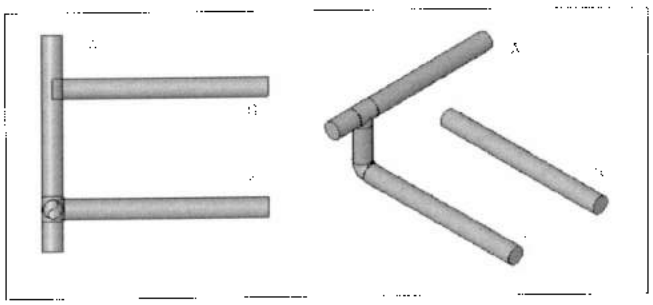

Рис. 39.1. *Использование автоматического Т- соединения*
- **Automatically Connect** (Соединить автоматически), если нужно автоматически соединить сегмент при его привязке к центральной линии существующего сегмента. Если уровни соединяемых элементов разные, добавляется вертикальный сегмент. На рис. 39.1 к центральной линии сегмента *A* привязываются сегменты *B* и *C*. Для сегмента *B* кнопка отпущена, а для сегмента *C* – нажата;